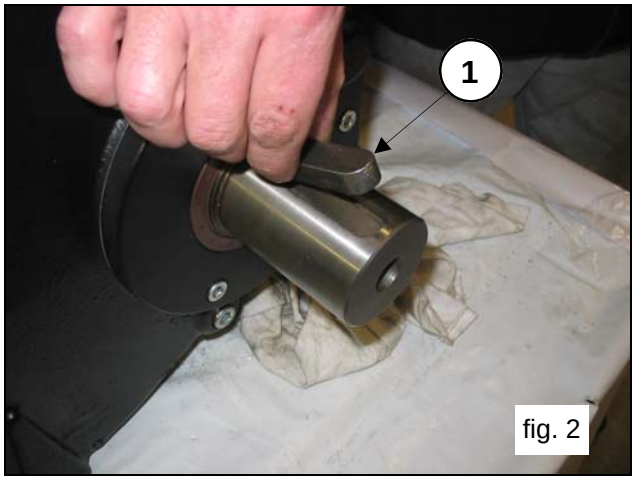

fig. 2
Completely drain the oil from the pump, then remove the key from the shaft (pos.①, fig.2).